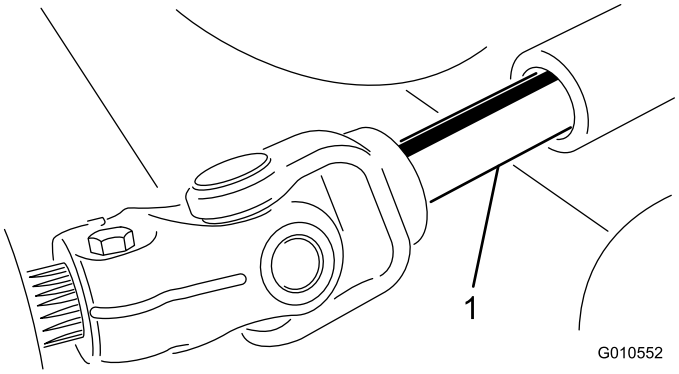

Figur 3
5. Stäng av motorn och skjut av klippenheten från traktorenheten. Separera kraftuttagsaxelns han- och hondelar (Figur 3).